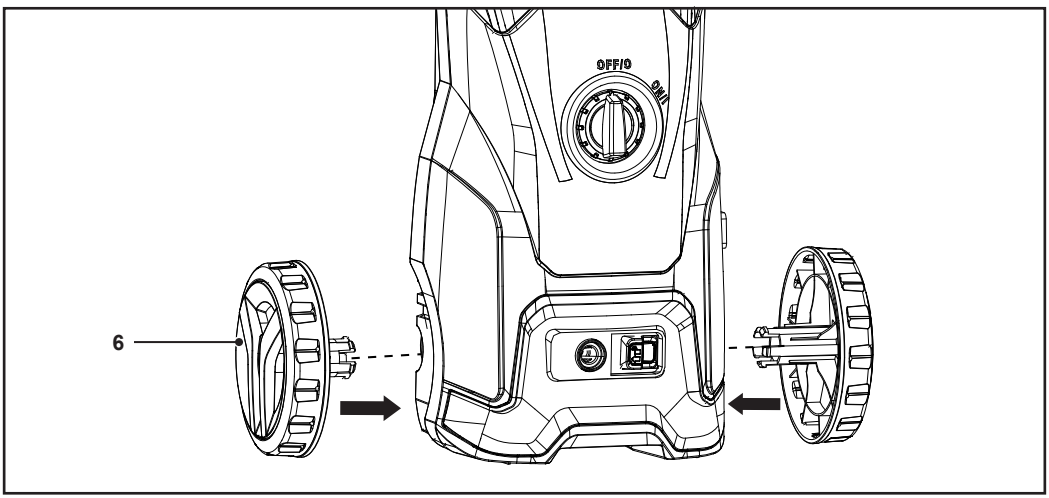

Fig. 3
3. Deslize o suporte do cabo de alimentação (25) para a ranhura na parte posterior do aparelho.
4. Fixe a correia do suporte do cabo de alimentação (26) no suporte do cabo de alimentação (25).
5. Fixe as 2 rodas (6) nas ranhuras na parte inferior do aparelho (Fig. 3). As rodas emitem um som de bloqueio ao encaixar devidamente no lugar.